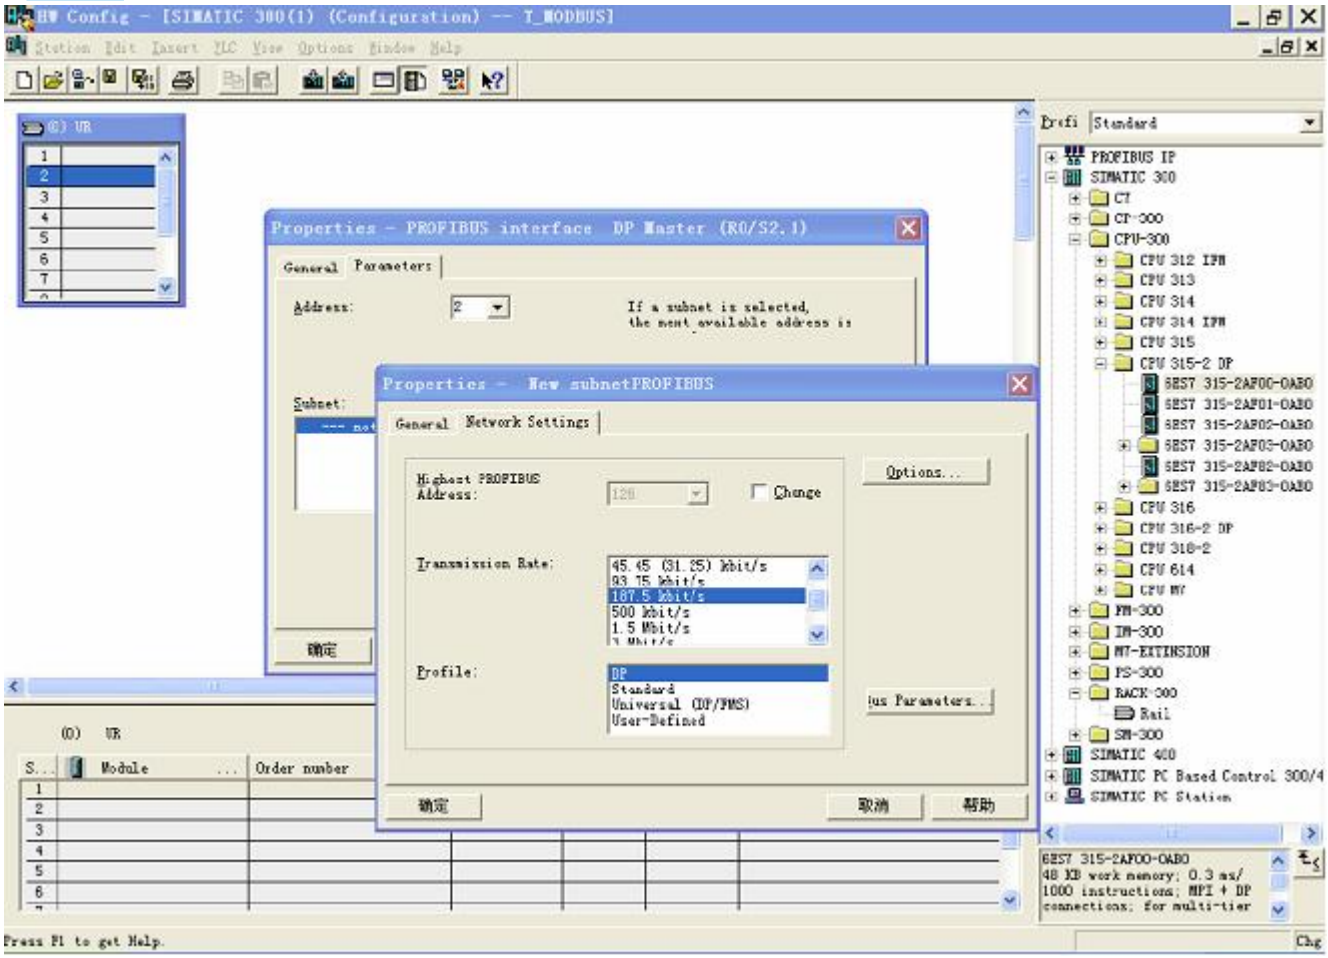

图 8
9. 创建 Profibus-DP 网络，设置 Profibus-DP: New->Network settings, 选择 DP, 选择一个波特率如 187.5Kbps，然后 “OK”. 双击它；如图 8